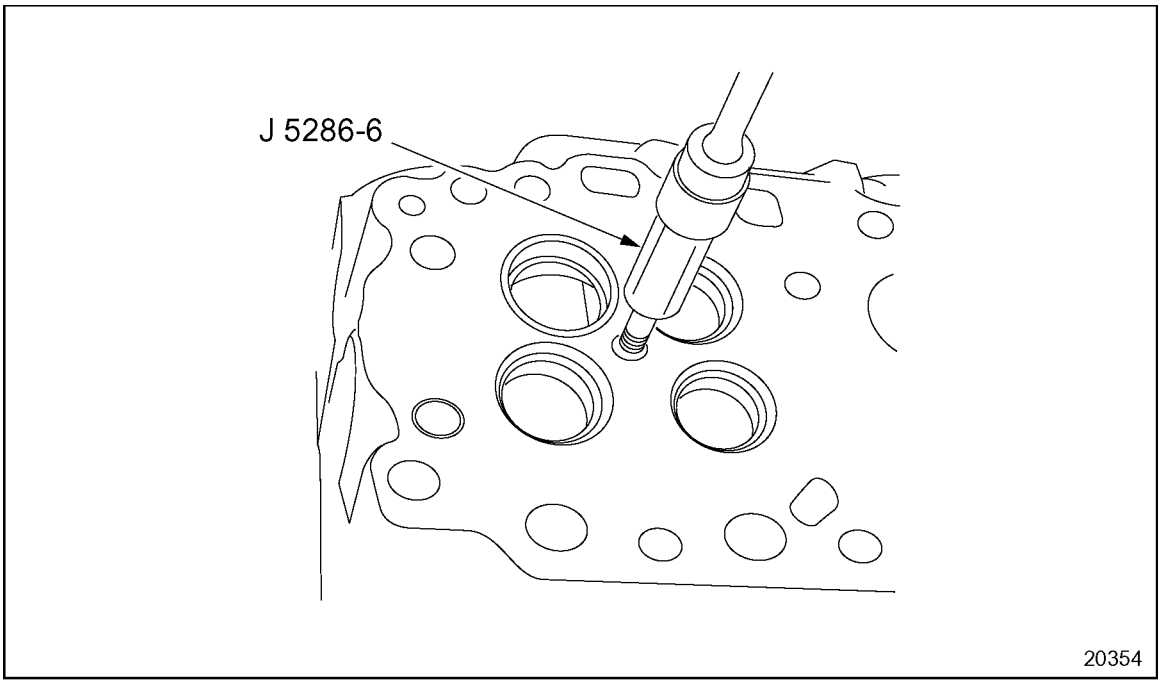

Figure 2-20 Flaring Injector Tube Tip
7. Using a torque wrench and 12-point, 29/32 in. socket, screw J 5286-6 into J 33880-4 until it begins to flare the tube. See Figure 2-20.